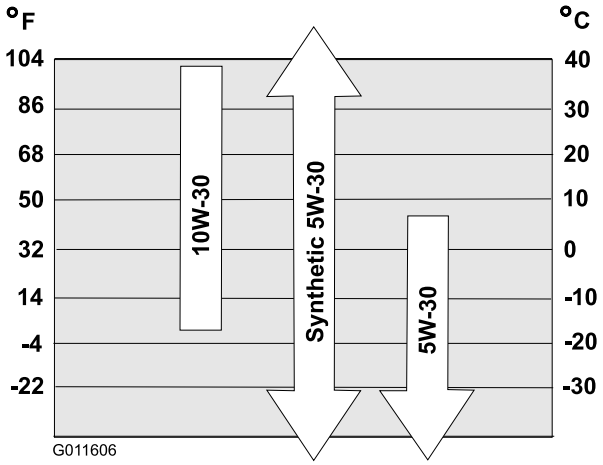

Rysunek 6
Wykorzystaj Rysunek 6, aby wybrać najlepszą lepkość oleju dla spodziewanego zakresu temperatur na zewnątrz:
2. Wyczyść obszar wokół korka wlewu oleju (Rysunek 6).